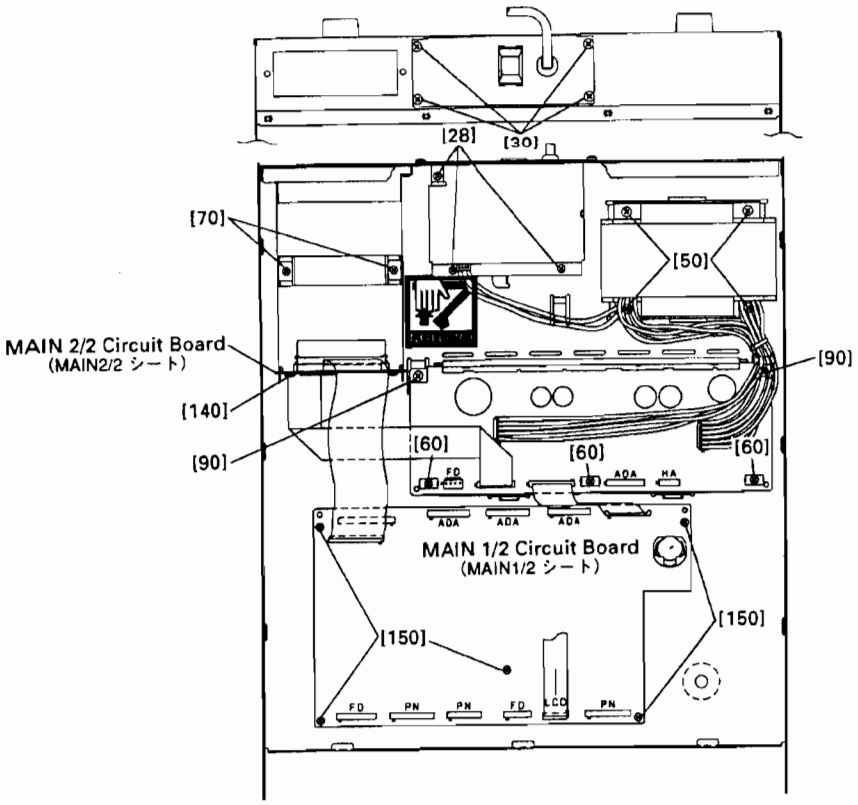

Fig.12 (図12)
7-2 Remove the two (2) screws marked [70]. (Fig. 12)
7-3 Remove the two (2) screws marked [140]. (Fig. 12)
7-4 Open the option I/O angle a little widely. The main 2/2 circuit board can then be removed. (Fig. 12)
8-2 Remove the five (5) screws marked [150]. The main 1/2 circuit board can then be removed. (Fig. 12)
9-2 Remove the two (2) screws marked [90] and three (3) screws marked [60]. The DC circuit board can then be removed. (Fig. 12)
10-2 Remove the three (3) screws marked [28]. The shield cover can then be removed. (Fig. 12)
11-2 Remove the four (4) screws marked [50]. The power transformer can then be removed. (Fig. 12)
7-2 OPTION I/O アングルを止めている[70]のネジ 2 本を外します。(図 12)
7-3 MAIN2/2 シートを止めている[140]のネジ 2 本を外します。(図 12)
7-4 アングルを少し広げるようにして MAIN2/2 シートを外します。(図 12)
8-2 MAIN1/2 シートの[150]のネジ 5 本を外し、MAIN1/2 シートを外します。(図 12)
9-2 [90]のネジ 2 本、[60]のネジ 3 本を外し、DC シートを外します。(図 12)
10-2 [28]のネジ 3 本を外し、シールドを外します。(図 12)
11-2 [50]のネジ 4 本を外し、電源トランスを外します。(図 12)